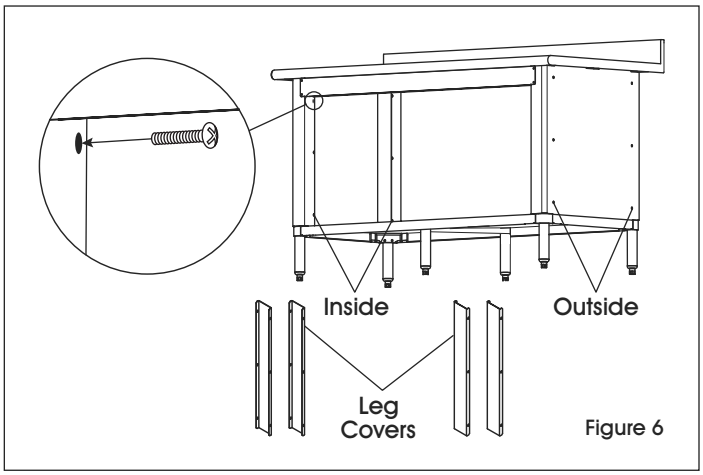

Figure 6
7. Insert leg covers inside of cabinet, covering leg and side panel. Fasten to leg and side panel with six large Phillips head bolts per cover. Three bolts on the inside and three on the outside. (See Figure 6)